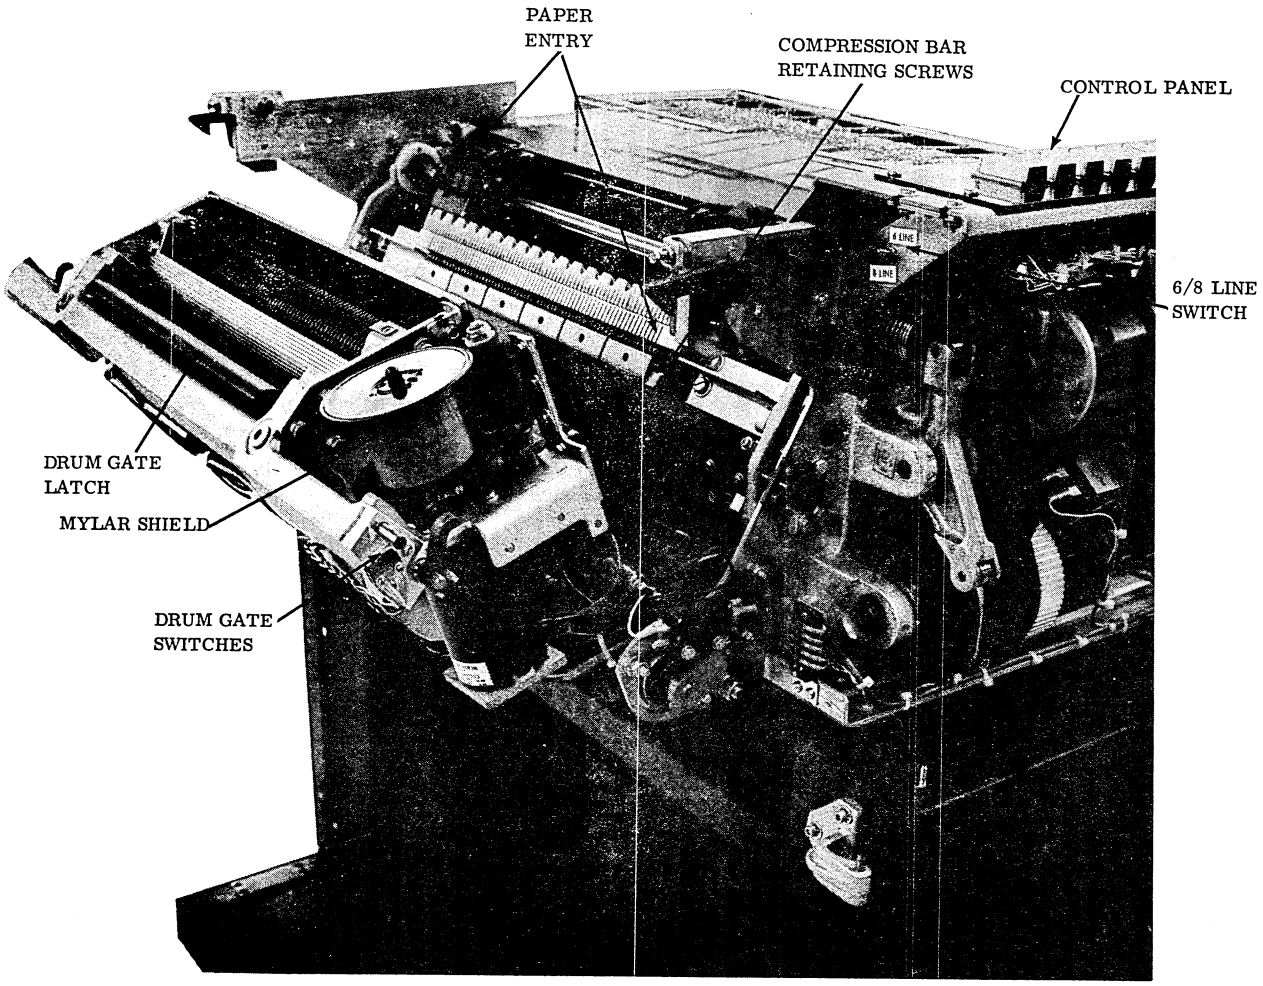

Figure 6F-29. Line Printer Drum Gate Assembly Opening
5. Facing the line printer, loosen the two mounting screws holding the left Mylar mounting bracket to the frame, move the bracket in toward the back of the line printer, and tighten the two screws (figures 6F-29 and 6F-30).